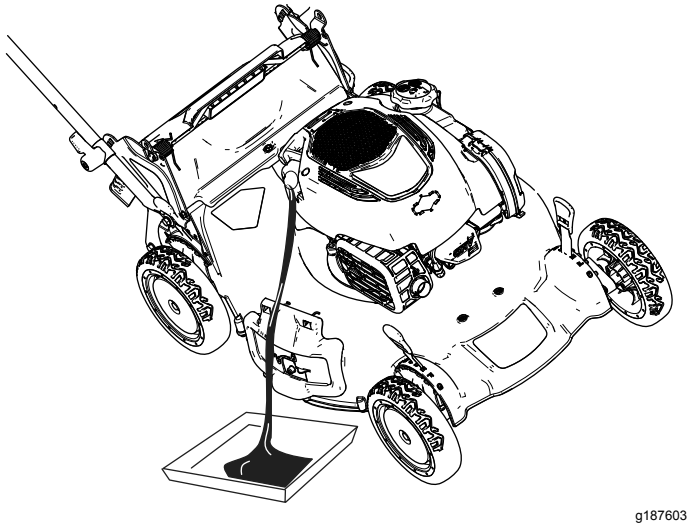

Figur 34
4. Tippa maskinen på sidan (med luftfiltret uppåt) för att tömma ut den gamla oljan från påfyllningsröret (Figur 34).